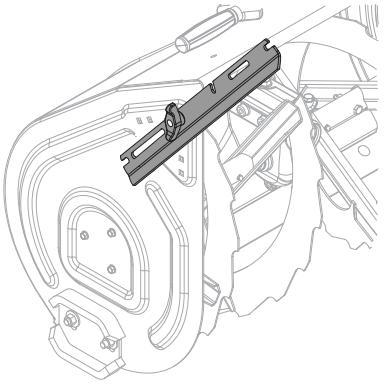

Figure 13
2. Rotate drift cutter and push cutter up as shown in Figure 13.
1. Place unit in service position (see Figure 13) and remove bottom cover.